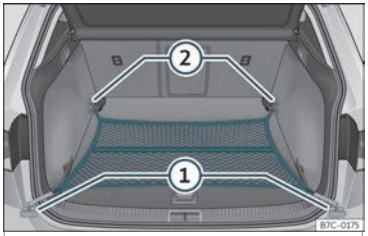

Fig. 112 No maleteiro:bolsa de rede enganchada case tocando o piso.
- Fixe os ganchos da rede nas argolas de amarre ① e ② ››› **fig. 112** ›››⚠. A cremalleira da bolsa ten que quedar cara arriba.